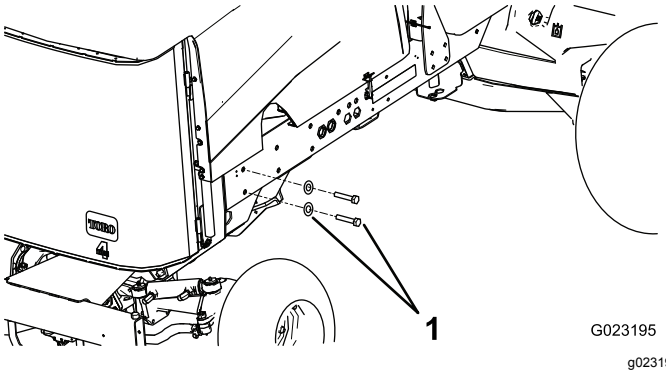

Figur 20
4. Ta bort de två bakre skruvarna och de två brickorna från höger ramskena (Figur 20).